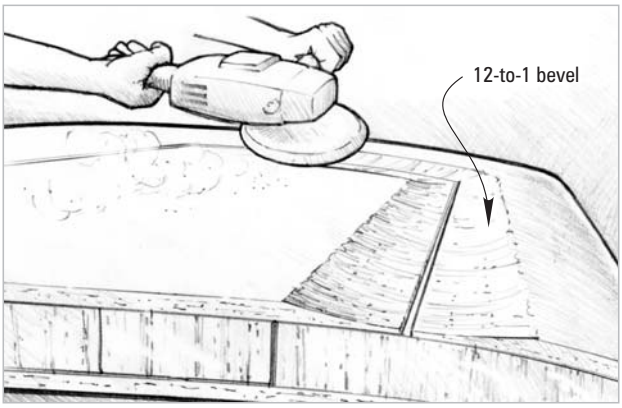

Figure 5-7 *Grind a 12-to-1 bevel on the edges of the joint, so the joint repair patch can be faired flush with the surface.*
4. Grind a 12-to-1 bevel on both edges of the joint and laminate a repair patch over the joint to restore skin continuity *(Figure 5-7)*. The bevel will provide a recessed bonding area for the application of fiberglass fabric and allow the patch to be faired flush with the surface. The objective and procedure for patching the joint are the same as repairing damaged skins. Follow the procedure described in Section 4.3.